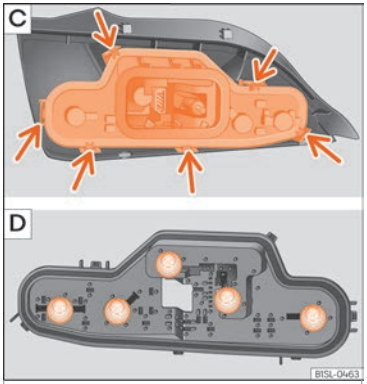

Fig. 90 Tail light unit: C: remove the bulb holder, D: remove the bulbs.
8. Unlock the bulb holder locking tab (arrow) ››› Fig. 90 **C** and remove the bulb holder from the tail light.
9. Replace the faulty bulb by a new identical bulb ››› Fig. 90 **D**.
10. Place the bulb holder in the tail light unit. The attachment tabs (arrow) should audibly click into place ››› Fig. 90 **C**.